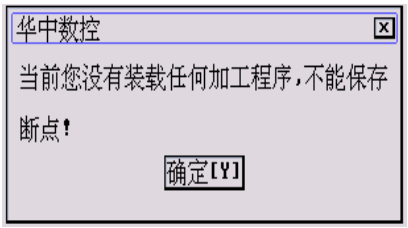

图 6.6.2 提示没有装入程序
(1) 按 **F4** 键保存断点之前，必须在自动方式下装入了加工程序，否则，系统会弹出如图 6.6.2 所示对话框，提示没有装入零件程序；